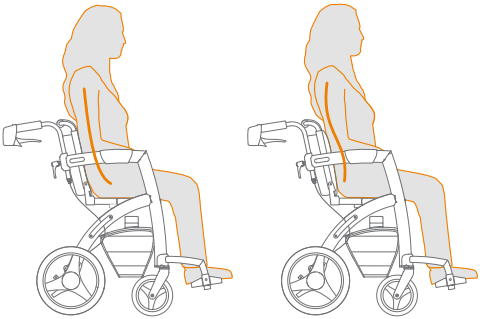

Figuur 47: Voor en na instellen van de afstelbanden, rechts de correcte zithouding.
f. Probeer uit of het zo goed zit in een correcte zithouding **(Figuur 47)**.